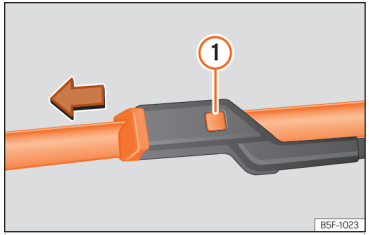

Abb. 214 Scheibenwischerblätter vorne auswechseln.
- Die Entriegelungstaste ››› (Abb. 214) ① gedrückt halten und gleichzeitig das Scheibenwischerblatt vorsichtig in Pfeilrichtung abziehen.